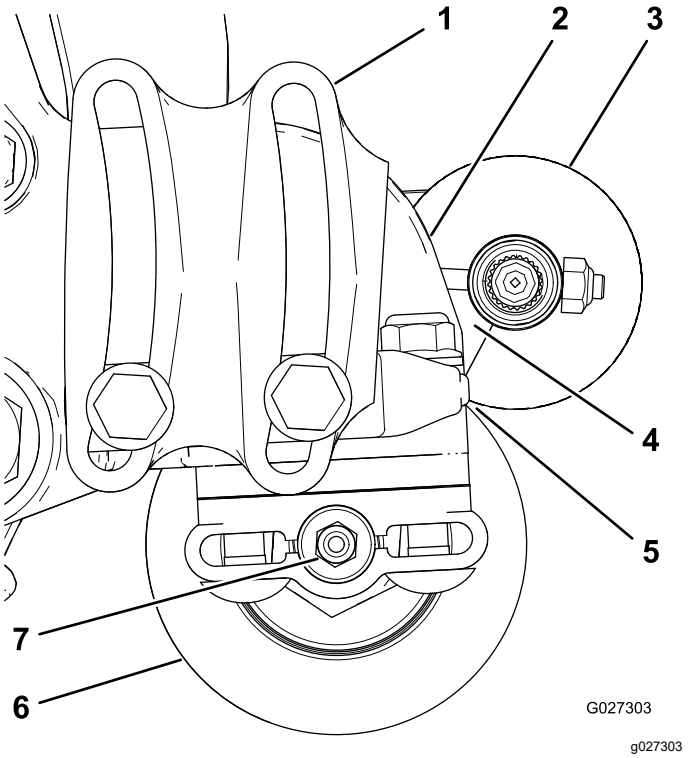

Figur 14
2. Placera rullborsten så att den precis vidrör eller vilar mot den bakre rullen (Figur 14).